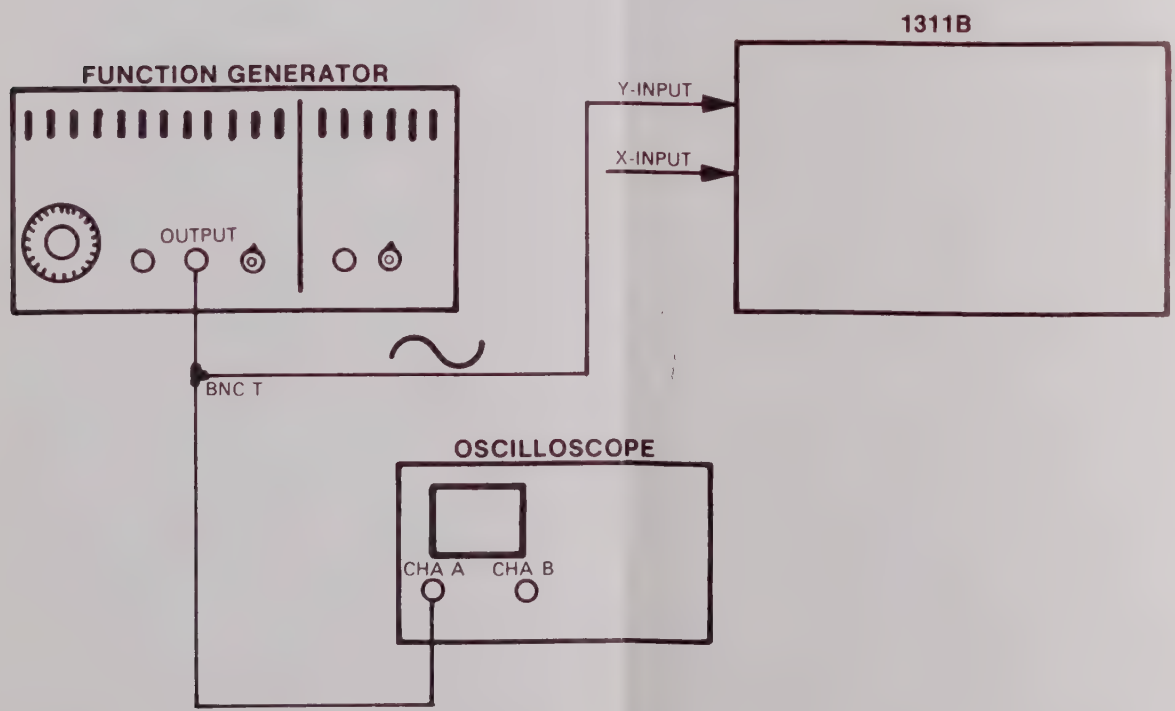

Figure 5-9. Gain-set Adjustment Test Setup
a. Connect Equipment as shown in figure 5-9.
a. Connect equipment as shown in figure 5-9.